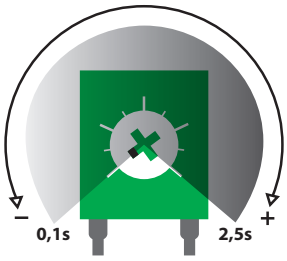

Fig. 12
- **2º Passo:** Ajustar o trimpot seguindo sua escala ***(verifique Fig.12)*** de acordo com a necessidade do motor no momento da partida. Procure realizar o ajuste com o motor frio.